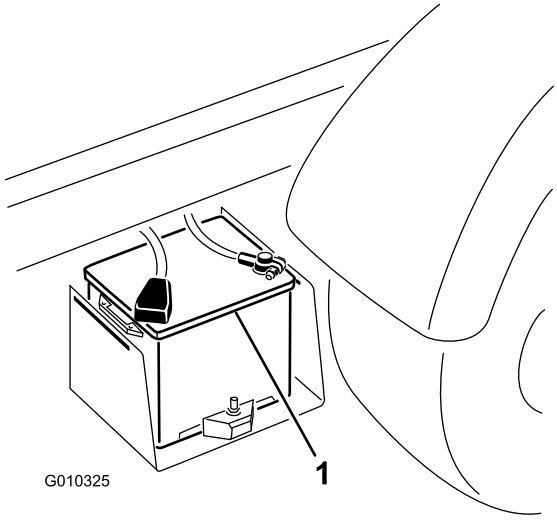

Figur 49
2. Anslut en startkabel mellan de två batteriernas pluspoler (Figur 49). Pluspolen identifieras genom ett plustecken "+" på batterikåpan.